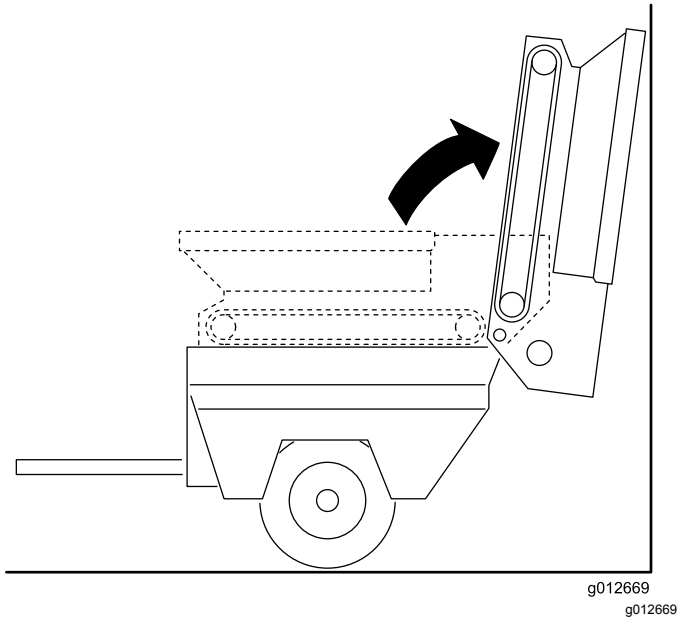

Rysunek 26
3. Przechyl kosz do tyłu i oprzyj go o ścianę, drabinę itp. (Rysunek 26).
Upewnij się, że kosz samowyładowczy jest uniesiony nad obszarem środkowym i/lub został bezpiecznie przymocowany do ściany lub słupa, co zapobiegnie jego przypadkowemu upadkowi na obszar roboczy (Rysunek 26).
3. Ostrożnie obróć kosz w dół na szyny ramy ślizgowej; patrz Rysunek 26 w punkcie Rozmontowywanie sań ślizgowych (Strona 25).